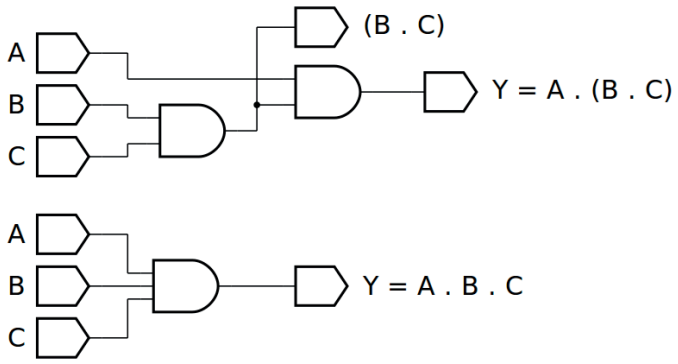
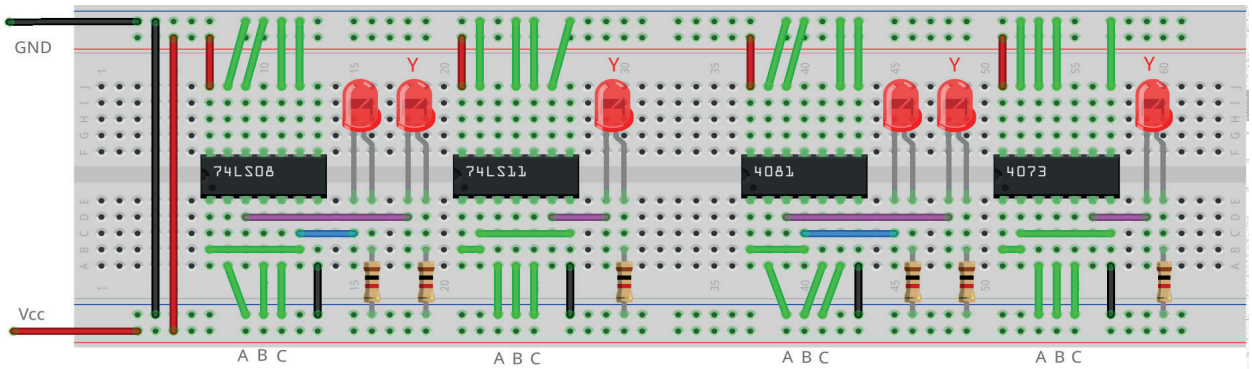

Figura 4.16 – Diagrama esquemático.
Figura 4.18 – Placa de montagem com componentes.
1. Monte o circuito da figura 4.16, conforme mostrado na figura 4.18, na placa de montagem.
6. Simule o circuito da figura 4.16 em um software de simulação para computador (SmartSim, Atanua ou Qucs) e compare com a tabela 4.6.